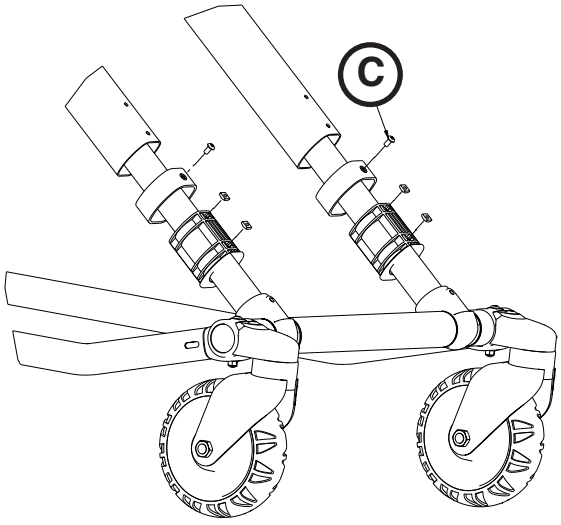

Abbildung 80
3. Mit einem T25 Torx-Schlüssel die beiden Halbrundkopfschrauben (C) entfernen, mit denen das Rohrlager befestigt ist (Abbildung 80).
2. Mit einem T25 Torx-Schlüssel die beiden Halbrundkopfschrauben entfernen, mit denen das Rohrlager befestigt ist (siehe Abbildung 80 auf Seite 3-72).